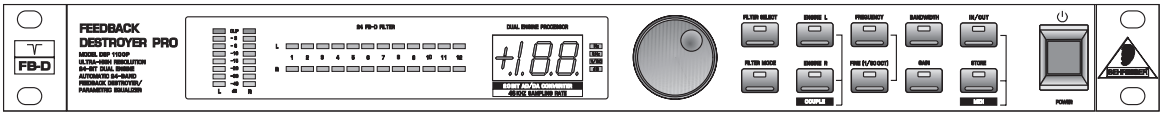

Fig. 1.1: FEEDBACK DESTROYER PRO's forpanel
1. Først skal du forbinde apparatet med dit udstyr, som vist i Fig.1.1 og 1.2.